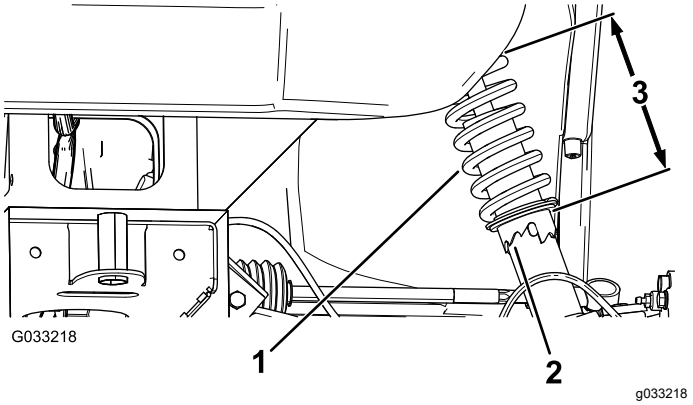

Figura 47
2. Si la caída de la rueda no está alineada, utilice la llave de tuercas para girar el collarín en el amortiguador y alinear la rueda (Figura 47).